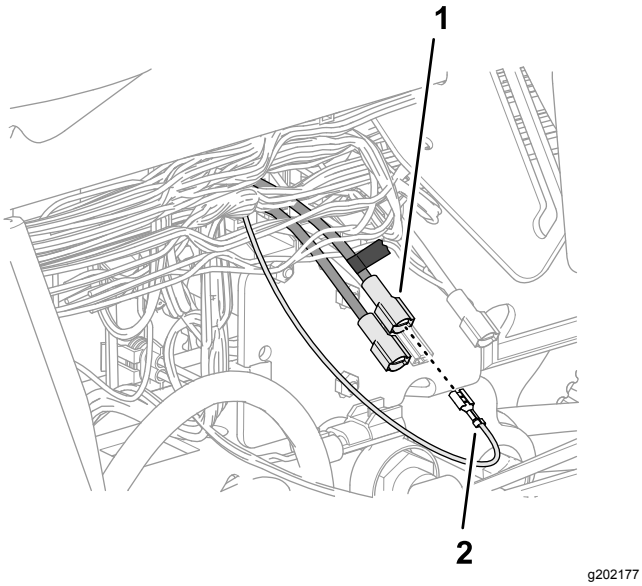

Figur 190
5. Koble bladkontakten som du merket i trinn 4, til sokkelkontakten i enden av den rosa ledningen (51 mm) på settets ledningssats (Figur 190).